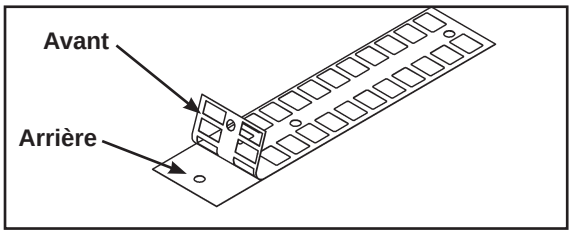

Figure 3
A. Détacher lentement et avec précaution la partie arrière de l'autocollant. ***REMARQUE :*** *Lorsque la partie arrière est enlevée, s'assurer que les autocollants restent bien attachées à l'autocollant avant.* Figure 3.